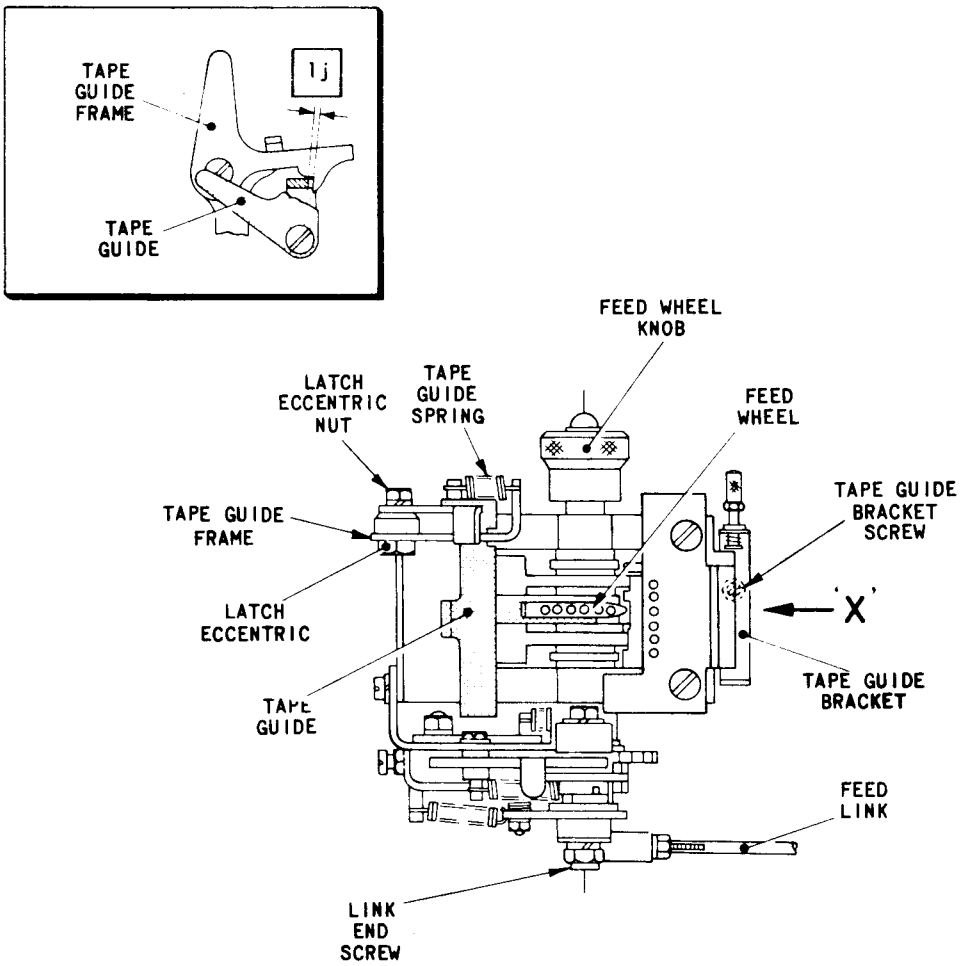

FIG.L.13 LATERAL TAPE GUIDE AND LATCH MECHANISM
9.9 Feed a length of punched tape into the perforator. With the machine in the rest position, turn the feed wheel knob, Fig.L.13, counter-clockwise until resistance is felt. This movement should be approximately equal to 1/4 of a feed hole diameter and it can be checked by sighting at position 'X'.
9.11 Set up any feeding combination on the pin-box. Lift the translator clutch abutment and turn the machine by hand until the feed lever has moved fully to the right. Turn the feed wheel knob, Fig.L.13, and check that the tape feed spindle has turned through one feed hole pitch only. Turn the knob in the opposite direction and check that there is some backward movement present. Return the machine to the rest position. Repeat the check using the run out shaft instead of the translator shaft.
11.3 Feed a length of punched tape into the perforator. Slacken the locknut securing the throwout lever adjustment screw and turn the screw counter-clockwise until the throwout lever moves the feed pawl out of engagement with the ratchet. Press the back space roller towards the rear of the machine until it is hard against its stop. Hold the roller in this position and turn the feed wheel knob, Fig.L.13, clockwise until resistance is felt. This movement should be approximately equal to half a feed hole diameter and it can be checked by sighting at position 'X'.
11.5 With the back space lever in the rest position, check that the back space pawl is clear of its ratchet. This can be checked by turning the feed wheel knob, Fig.L.13, in a clockwise direction. If the knob can turn, the pawl is clear of its ratchet.
12.4 To adjust, slacken the screw securing the tape guide bracket, Fig. L.13, and move the bracket until the lateral position of the tape is satisfied. Tighten the screw.
13.1 Check that the slot between the tines of the tape guide, Fig.L.13, is centrally disposed about the teeth of the feed wheel.
(b) Lift the tape guide, Fig.L.13, and turn the feed wheel knob, noting the force required to do so.
13.3 If either of these checks is not satisfied, remove the tape guide spring, Fig. L.13, slacken the nut securing the latch eccentric and turn the eccentric until there is a clearance (dimension 'lj' – inset) between the hook on the latch and the tape guide frame.